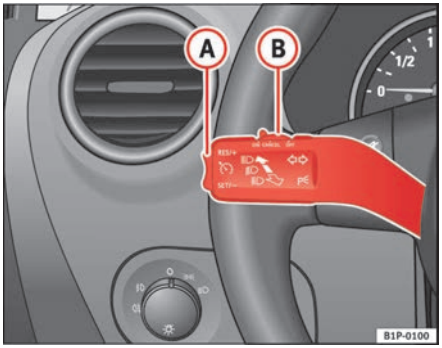

Fig. 128 Turn signal and main beam headlight lever switch and rocker switch for the cruise control
– Press the upper part **RES/+** of the rocker switch ⇒ fig. 128 (A) to increase the speed. The vehicle will continue to accelerate as long as you keep the rocker switch pressed. When you release the switch, the new speed is stored.
Control of the set speed is switched off if you reduce speed by depressing the brake pedal. You can reactivate the control by pressing once on the upper part of the rocker switch **RES/+** ⇒ page 167, fig. 128 (A).